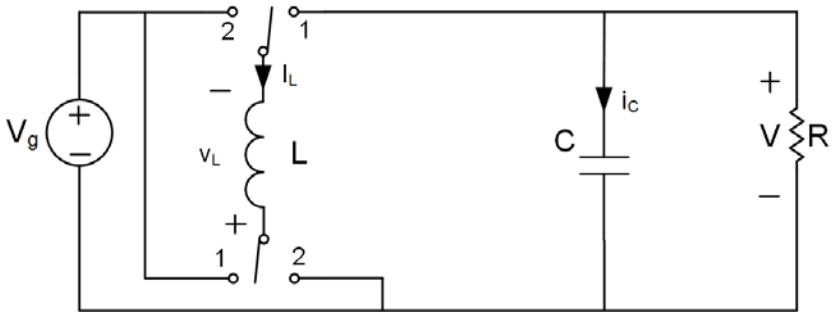

Figure 1.1 – Convertisseur Watkins-Johnson
a) En utilisant le principe de la balance des volts-seconde, le principe de la charge des condensateurs ainsi que l'approximation de faible ondulation sur la tension du condensateur, déterminez le rapport de conversion CC du convertisseur Watkins-Johnson illustré à la figure 1.1. Pour effectuer votre démonstration, utiliser les polarités illustrées sur la figure 1.1. (*15 pts*)
b) La force magnétisante générée par la circulation d'un courant élevé dans le conducteur d'une inductance peut atteindre une valeur excessive qui entraîne la saturation magnétique du noyau de l'inductance. Afin de ne pas endommager le convertisseur, il faut éviter d'opérer dans cette condition. L'inductance utilisée dans le convertisseur de la figure 1.1 peut supporter un courant maximal de de 25A. (*15 pts*)